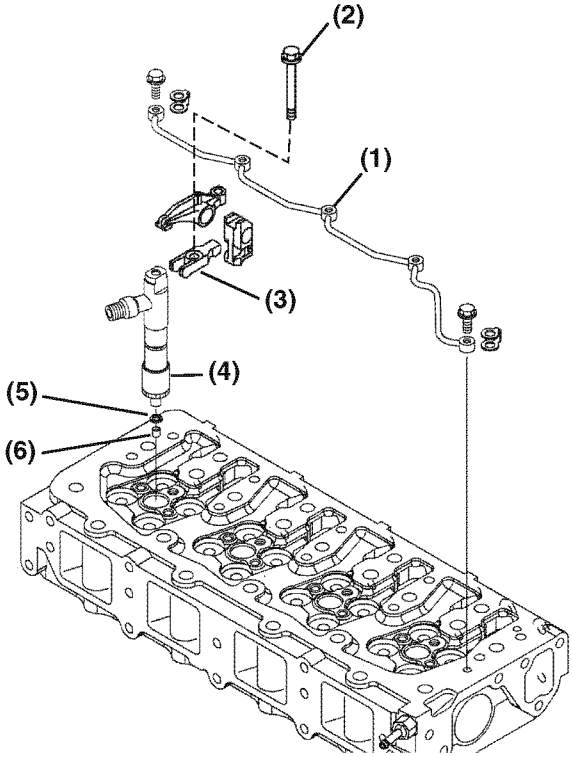

Figure 7-60
1. Reinsert a new nozzle seat **(Figure 7-60,** (6)) and nozzle protector **(Figure 7-60,** (5)) in the cylinder head for each injector.
3. Reinsert each fuel injector **(Figure 7-60,** (4)) into the cylinder head.
4. Reinstall the fuel injector retainers **(Figure 7-60,** (3)) and torque the retaining bolts **(Figure 7-60,** (2)) to specification.